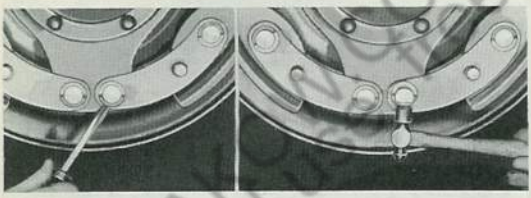

Fig. 20 Removing and Installing Anchor Pin Locks
5. Remove articulating link anchor pin lock (4), using screwdriver in manner illustrated in Fig. 20.
7. If necessary to remove articulating links (10) from shoe this can be accomplished by removing locks (6 and 9) in same manner as at anchor pins and illustrated in Fig. 20.